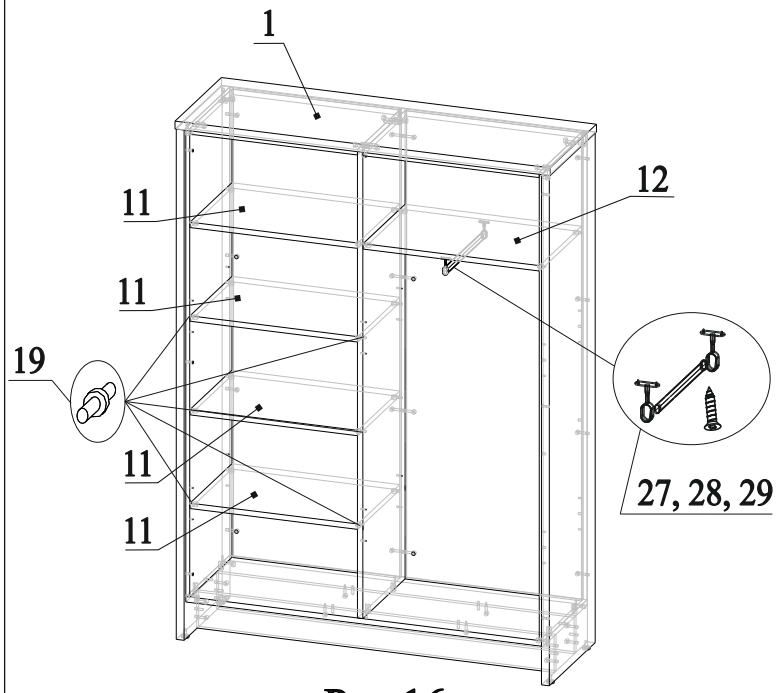

Рис.16
28. Соединить деталь 1 с деталями 2, 3 и 6, затянуть эксцентрики по часовой стрелки до упора (рис.16);
30. Вставить полкодержатели 19 в отверстия на деталях 4 и 6 на нужной высоте (рис.16);
31. Прикрутить вешалку штангу 28 к детали 12 с помощью штангодержателей 27 и шурупов 29 (рис.16);
32. Установить детали 11 и 12 в каркасе стеллажа (рис.16 и 17);